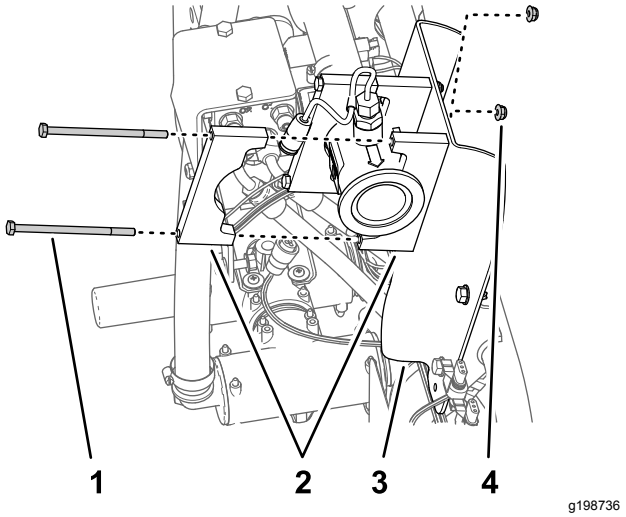

Figur 75
3. Juster 2 støtteklemmedele mellem gennemstrømningsmåleren og gennemstrømningsmålerens beslag, og ret hullerne i klemmehalvdelene ind efter hullerne i beslaget (Figur 75).
4. Ret en støtteklemmehalvdel på bagsiden af gennemstrømningsmåleren ind efter 1 af de klemmehalvdele, som du samlede i trin 3 (Figur 75).
5. Monter klemmehalvdelene på gennemstrømningsmålerens beslag (Figur 75) med 2 bolte (1/4 x 4-1/2 tommer) og 2 flangelåsemøtrikker (1/4 tomme).